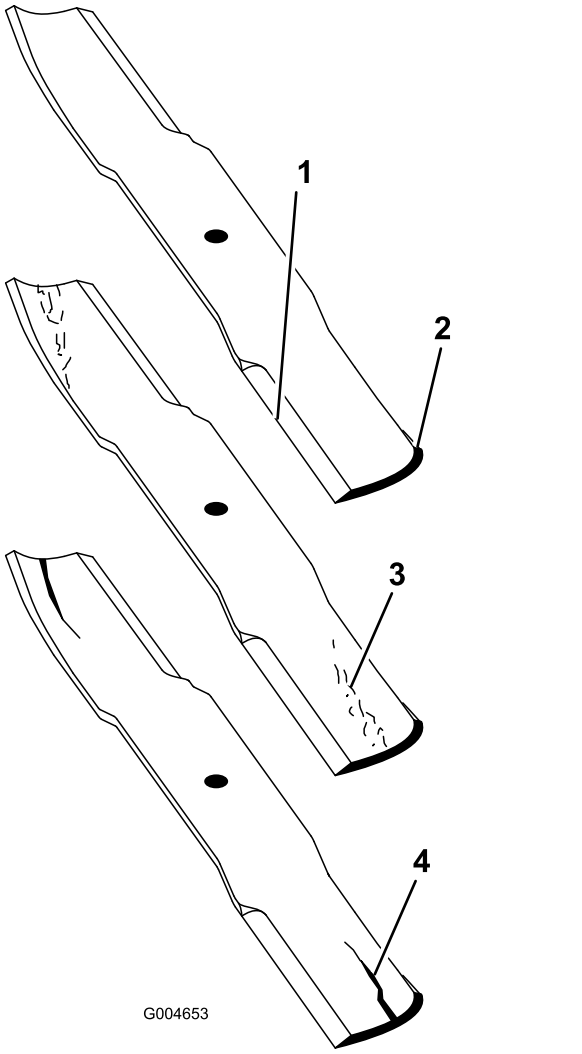

Figure 26
3. Examinez attentivement les tranchants de la lame, particulièrement au point de rencontre de la partie plane et de l'ailette (Figure 26).
Remarque: Le sable et les matières abrasives peuvent éroder le métal à cet endroit, c'est pourquoi il est important de contrôler l'état de la lame avant d'utiliser la tondeuse. Remplacez la lame si elle semble usée (Figure 26).